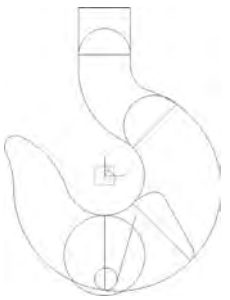

图 5-202　绘制直线
(9) 单击“直线”图标，在界面左侧的立即菜单中选择“角度线”，与直线的夹角为－16°，选取铅垂线作为参照直线，R6 圆弧的切点为直线的起始点，任意选取缺省点为终点，如图 5-202 所示。